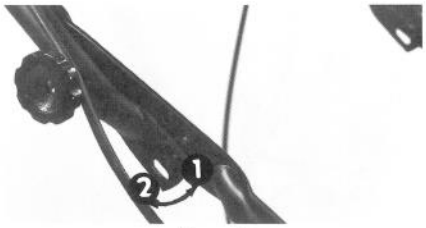

Figure 4
3. Assurez-vous que les deux montants du mancheron se trouvent bien dans la même position (Fig. 4).